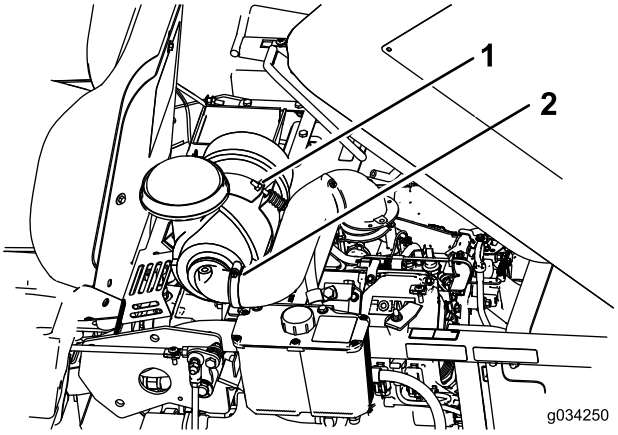

Bild 31
3. Lösen Sie die Klemme, mit der der Schlauch befestigt ist, und entfernen Sie den Luftfilter (Bild 31).